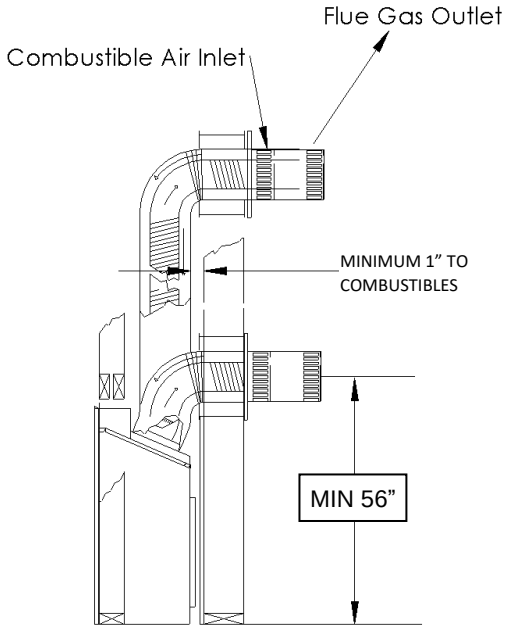

**Figure 1**
Place the spring spaces provided approximately every two feet to stabilize 5” flex in the center of 8” flex. When forming bends place spring in bend or before and after. (See Fig. 1). Horizontal runs require support metal straps every 2 feet. In offset installation support straps should be used to stabilize pipe.
Expand 5” and 8” flex pipe to the point that the 8” protrudes approximately 2 to 3 inches past outer wall and the 5” flex protrudes approximately 2 to 3 inches past the 8” flex. (See Fig. 1). Attach the 5” pipe to the termination first and secure with sealant and screws then attach the 8” flex to the termination with caulking and screws. Termination may then be moved back to the outer wall and attached to home screwing into the framing. Silicone around termination to waterproof. If siding shield is going to be used attach this using same attaching hole as the top of termination after termination has been caulked for water proofing.
4. To install wall thimble center over 12” x 12” (inch) framing from both sides of wall and secure. Route flex vent pipe through wall thimble (See Figure 1).
8. Support horizontal pipes every two (2) feet (61 cm) with metal strap bands. Re-check fireplace to make sure it is levelled and properly positioned and secured.